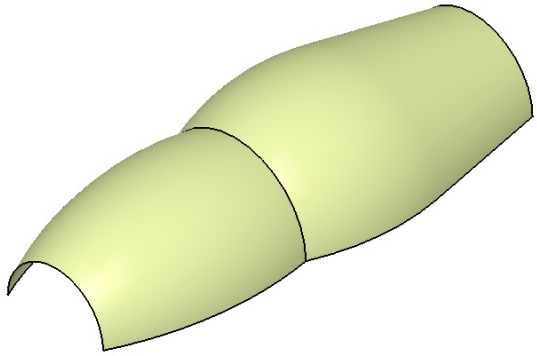

Figure 11-90 *Resulting base surface*
7. Choose the **OK** button from the **Multi-Sections Surface Definition** dialog box. Hide all the sketches and planes after the surface has been generated. Figure 11-90 shows the resulting base surface.